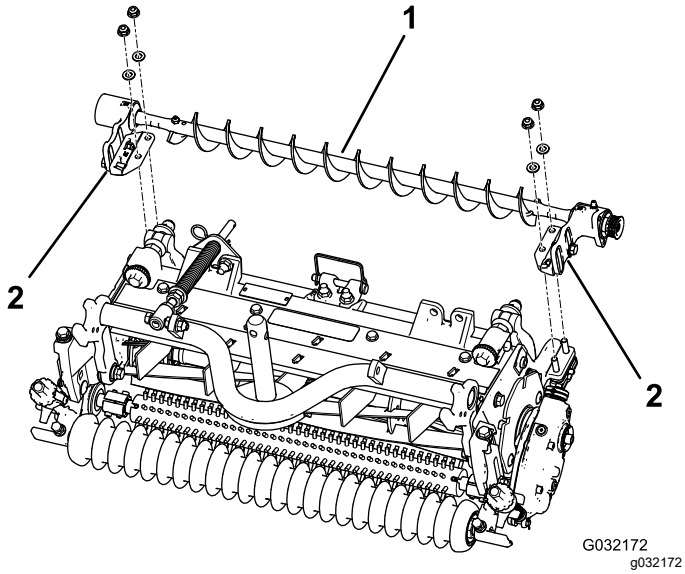

Rysunek 7
4. Nałóż wsporniki montażowe lewego lub prawego zespołu szczotki wałkowej na śruby wspornika szczotki (Rysunek 7).